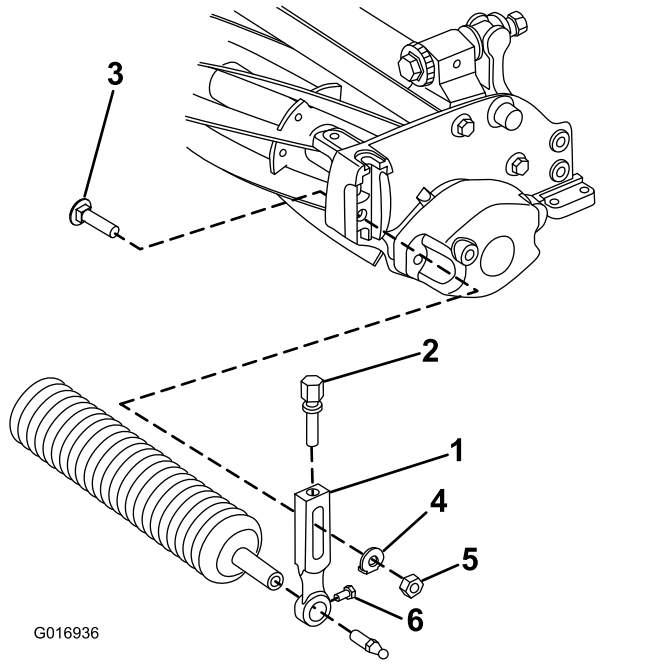

Rysunek 3
1. Odkręć i zdejmij śrubę zamkową, podkładkę i nakrętkę kołnierzową mocujące jedno z ramion wysokości cięcia do płyty bocznej jednostki tnącej (Rysunek 3).